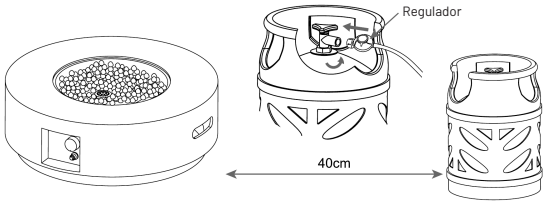

Figura 4
7. Conecte el regulador a la bombona de gas, enroscándolo en sentido contrario a las agujas del reloj y apretándolo firmemente (véase Figura 4).